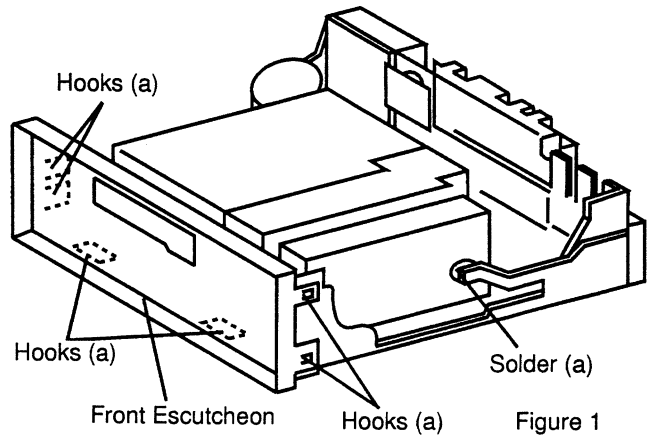

Figure 1
(1) After removal of Assy., Face Plate and Top Cover, remove the Hooks (a) as shown in Figure 1
(2) Remove the solder (a) and Hooks (c) as shown in Figure 1, 2.
(3) Disconnect two Connectors from the Main P.C.Board.